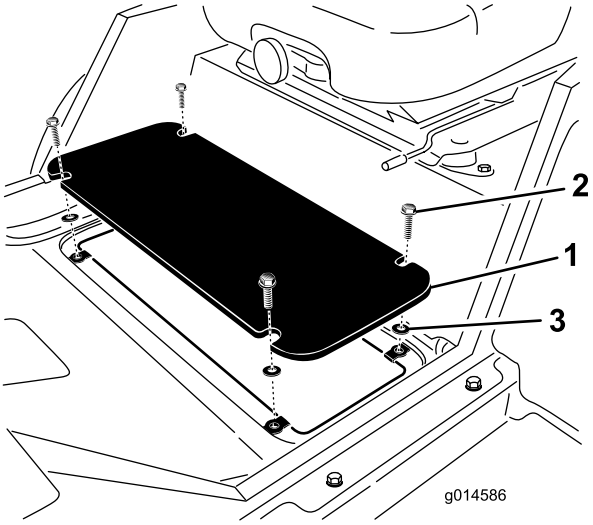

図 7
1. フロア・プレートをフレームに固定しているボルト4本を外す(図 7)。